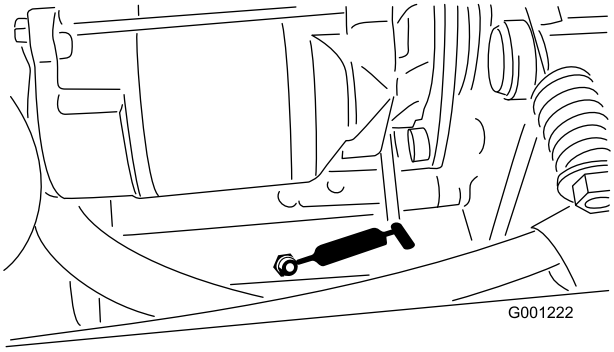

Figuur 40
- Draaipunt van verlengstuk van aftakas (Figuur 40)
- Lager van aftakas, achter (Figuur 40)